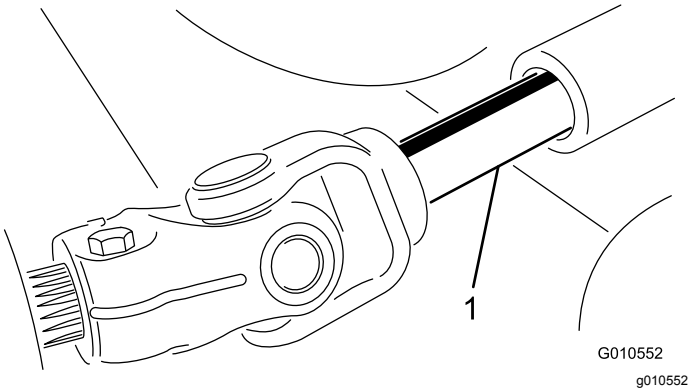

Figur 20
4. Rull klippeenheten bort fra trekkenheten, ta innstikksenden ut av hullet på kraftuttaksakselen (Figur 20).